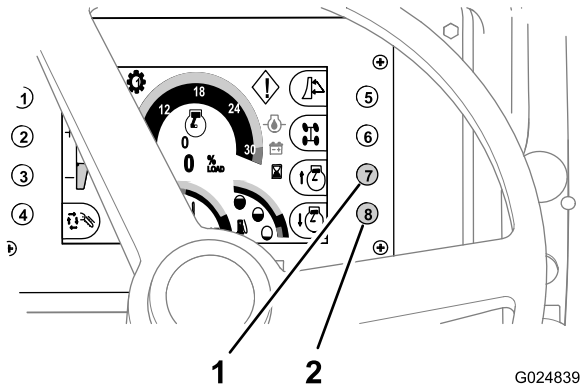

Figura 43
- Para **aumentar** a velocidade do motor, pressione o botão 7 na central de comando (Figura 43).
- Para **reduzir** a velocidade do motor, pressione o botão 8 na central de comando (Figura 43).